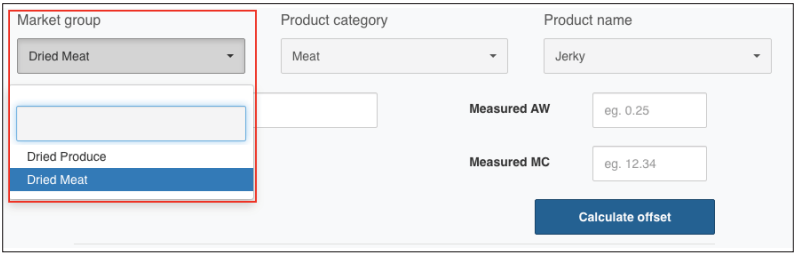

Figure 15 Market group
b. Under Market group, select the general classification for the type of model (Figure 15).